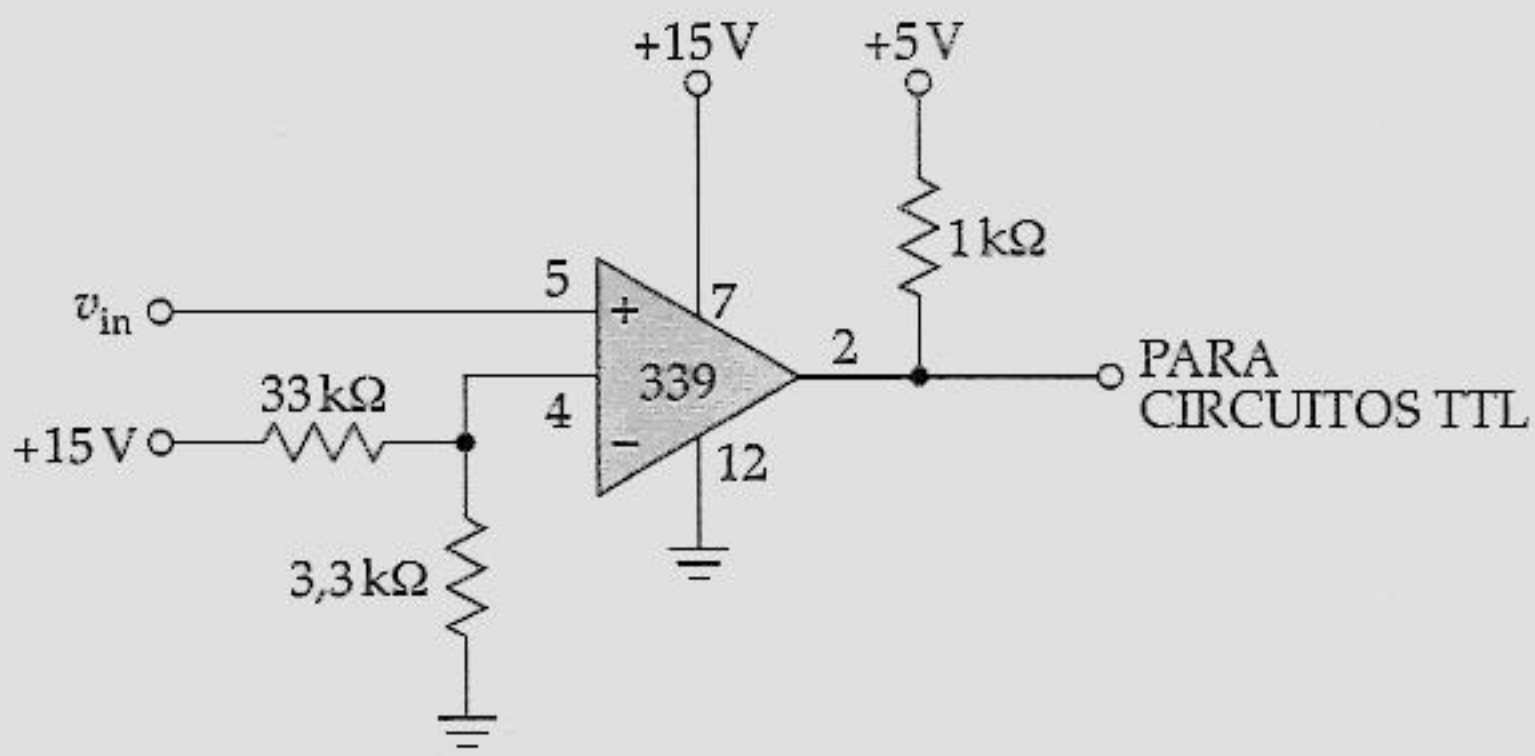

Figura 21.37 O comparador LM339.
21.6 Qual a tensão de referência do circuito da Figura 21.37?
21.7 Um capacitor de desvio de 47 μF é conectado em paralelo ao resistor de 3,3 kΩ da Figura 21.37. Qual a freqüência crítica do circuito de desvio? Se a ondulação na tensão de alimentação for de 1 V rms, qual a ondulação aproximada na entrada não-inversora?
21.8 Sugira uma ou mais modificações no circuito da Figura 21.37 para obter uma tensão de referência de 1 V.